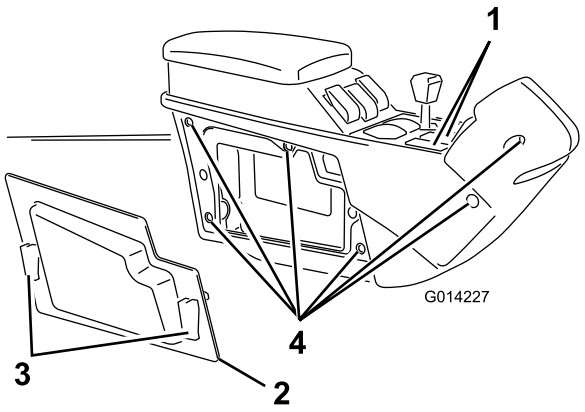

Figur 27
1. Fjern de 2 propper i hullerne til skummarkørkontakterne på centerkonsollen (Figur 27).
2. Løsn de 2 hurtigmonteringslåse, og fjern de højre sidepanel på centerkonsollen (Figur 27).
3. Fjern de 6 bolte, der fastgør den højre sideskærm på centerkonsollen (Figur 27).